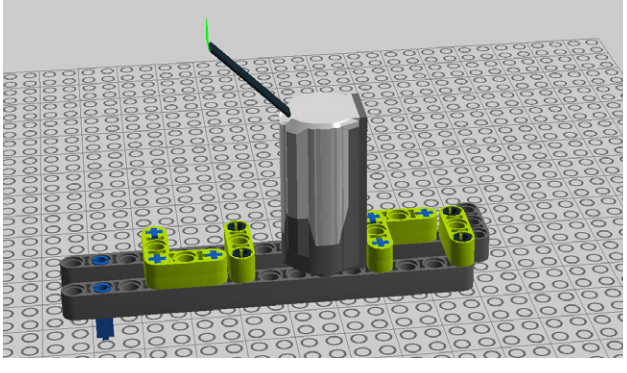

Figure 5-47. *Step 40: Adding the beams*
40. Next come two 3M beams and 4 Technic liftarms as shown in Figure 5-47 (the liftarms are half the usual thickness, stacked).